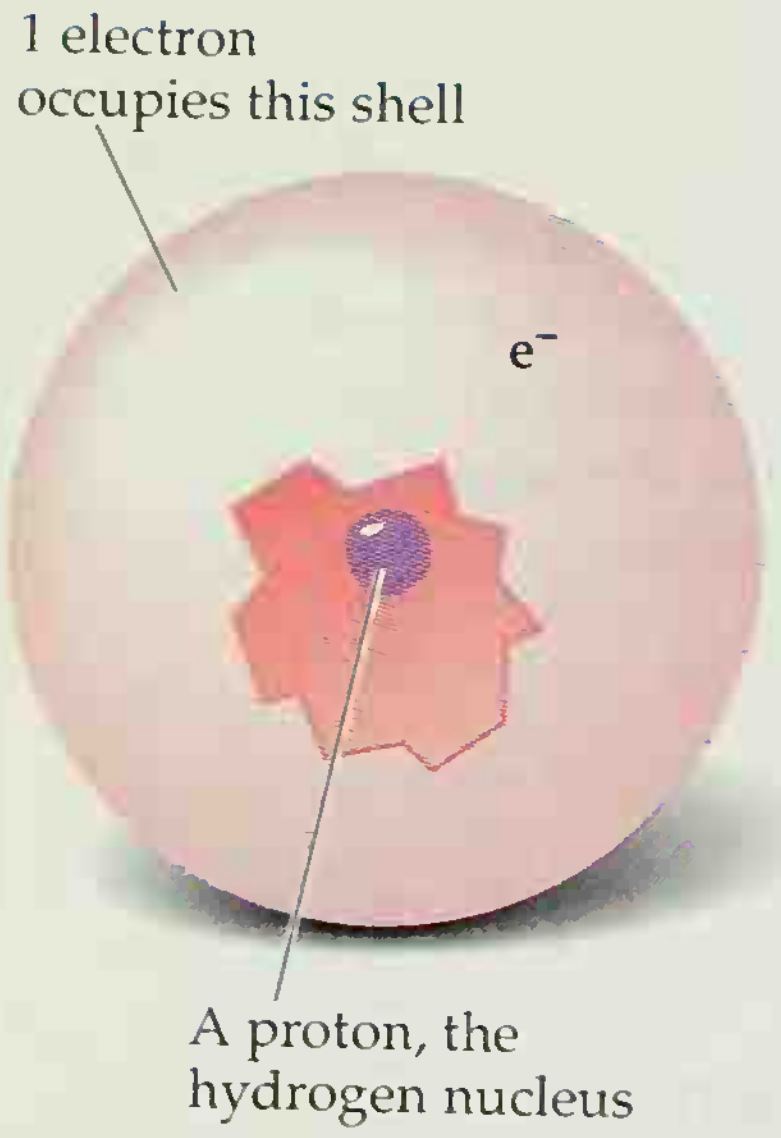

Figure 2.9
The overwhelming majority of all hydrogen atoms consist of just one proton and one electron. The proton forms the nucleus of the atom, and the electron occupies a spherical shell or envelope surrounding the nucleus (Fig. 2.9). Since the single negative charge of hydrogen's lone electron exactly balances the single positive charge of its single proton, the hydrogen atom itself has no net electrical charge. This illustrates a general rule: *in all atoms of all elements, the number of electrons surrounding the nucleus exactly equals the number of protons within the nucleus.* All atoms of all elements, then, are electrically neutral.
As a chemical symbol for hydrogen, we use the capital letter H, which can represent either the element itself or a single hydrogen atom, depending on the context. Chemically, then, H can represent a single proton surrounded by a spherical shell containing a single electron as shown in Figure 2.9. If we wish to designate not only an atom of a particular element but its mass number and atomic number as well, we write the mass number (A) to the upper left of the atomic symbol and the atomic number (Z) to the lower left. For a hydrogen atom with a mass number of 1 and atomic number of 1, we write